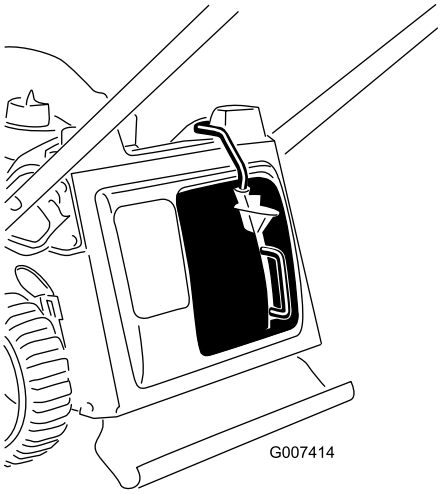

Figur 12
3. Slip knappen på håndtaget og sørg for, at håndtagets øverste del ligger helt i kontaktkanalen (Figur 12). **Hvis håndtagets øverste del ikke er i kontaktkanalen, kan din maskine ikke starte.**